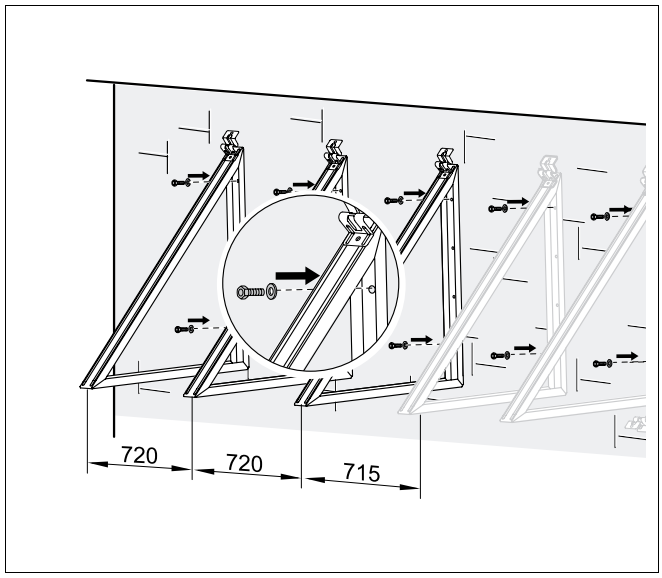

Afb. 43 Staander voor gevel 45° op een gevel monteren (maten in mm)
- Monteer de collectorsteunen (afb. 43) op een afstand van 720 mm naast elkaar aan de gevel (gebruik enkel de uiterste boringen). De schroeven, vulringen en pluggen moeten ter plaatse aangebracht worden.